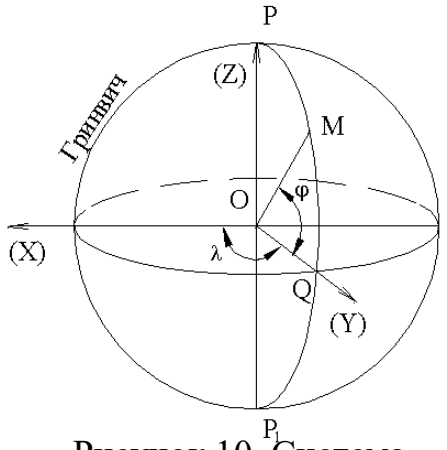

Рисунок 10. Система географических координат
***Географической долготой λ*** называют двугранный угол, заключенный между плоскостью меридиана, проходящего через эту точку, и плоскостью начального меридиана (Рисунок 10). Долготы бывают восточные и западные, изменяются от 0° (на начальном - гринвичском меридиане) на восток и на запад до 180° (на тихоокеанской ветви гринвичского меридиана). Линия, проходящая через точки с одинаковыми широтами, называется ***параллелью***, а с одинаковыми долготами - ***меридианом***.